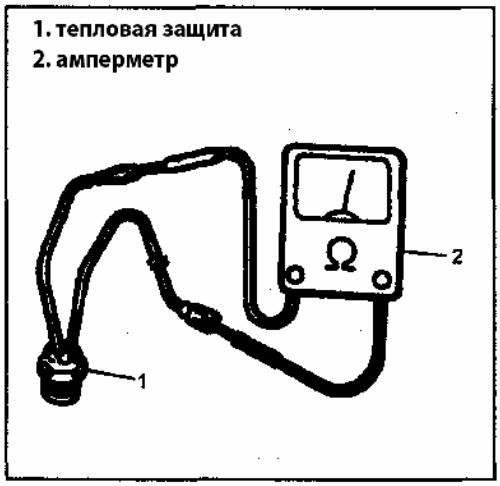

Рис. 777
• При помощи амперметра проверьте цепь контактов (Рис. 777). Если цепь оборвана, замените контакты. Заправьте компрессорное масло. При замене деталей новыми, при необходимости добавьте масло в объеме, которое, возможно, остается в старых деталях.